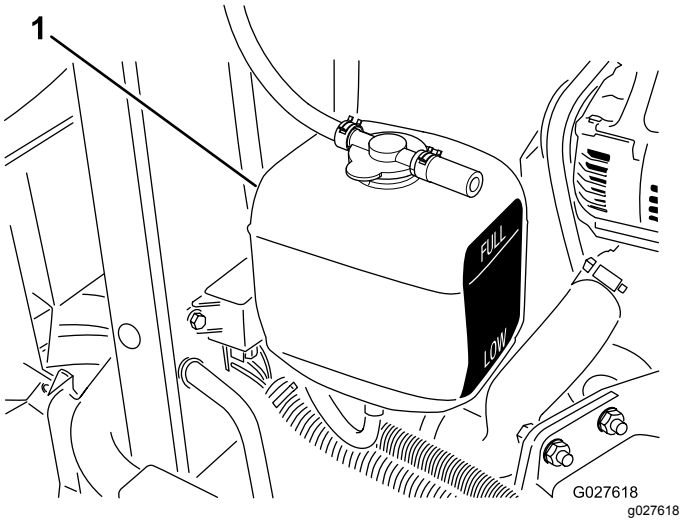

Figur 40
1. Kontrollera kylvätskenivån i expansionstanken (Figur 40).